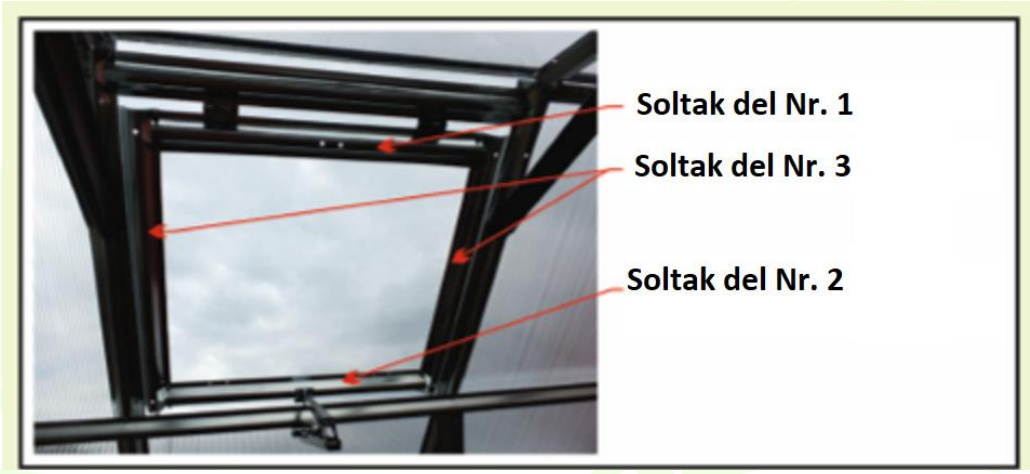

Bild 27.1
27. Alla delar som följer med i utrustningen för takfönstret ska sammanfogas i en fyrkant. Använd skruvar M5-12 (26) och muttrar (29). Gångjärn till takfönstret skruvas fast vid den redan fästa takfönsterprofilen (Nr. 13) med skruvar M5-12 (26) och muttrar M5 (29). (Bild 27.1)
28. Montera den automatiska eller manuella fönsteröppnaren (beroende på vilket set du valt). Fixera en del till den nedre delen av takfönstret och den andra till den övre tvärstången (Nr. 5) (Bild 27.1). Fäst polykarbonatplattan på 700x650mm till den redan monterade takfönsterstommen med skruvar M5-40 (28) och muttrar (29) samt glidpackningar (31). Takfönstrets polykarbonatskivor måste placeras under takåsen (Bild 27.2).